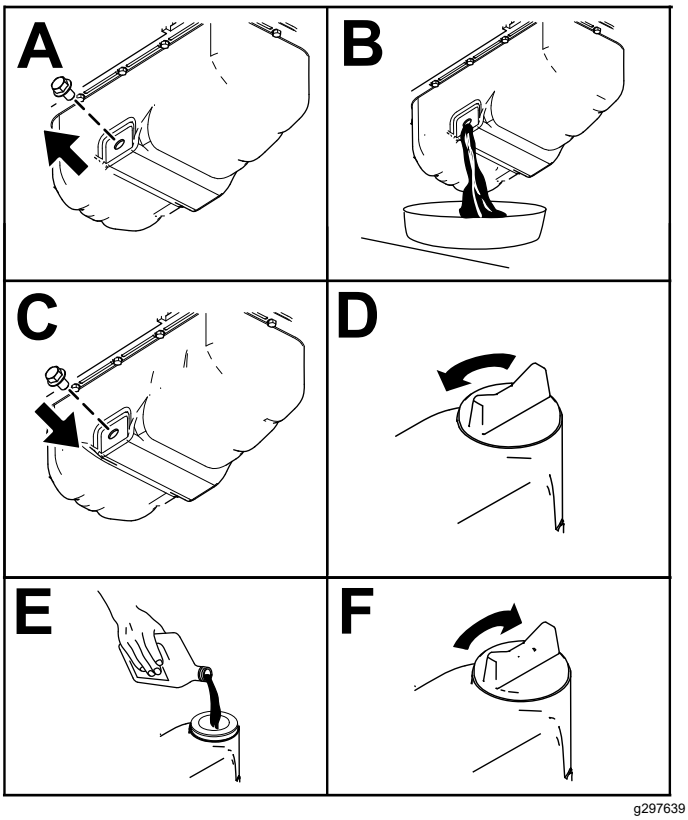

Figure 53
3. Vidangez l'huile moteur, comme montré à la Figure 53.